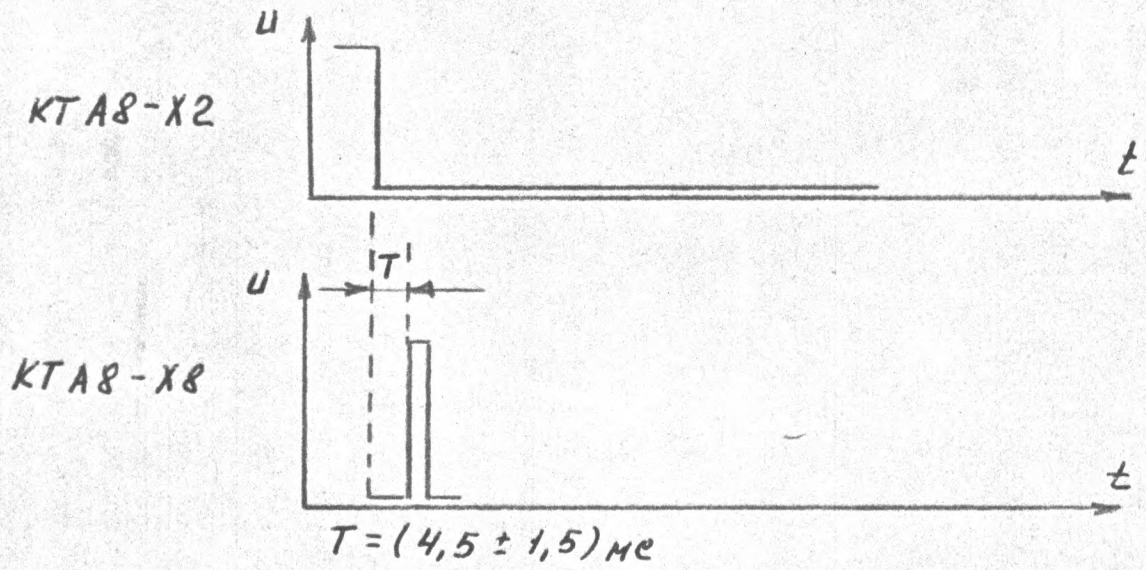

РИС.7.2.
7.5.1.3. ВРАЩЕНИЕМ РЕЗИСТОРА А8-R23 ОТРЕГУЛИРУЙТЕ ФАЗУ ИМПУЛЬСА < ТРЕКИНГ > В К.Т.А8-Х8 ОТНОСИТЕЛЬНО ОТРИЦАТЕЛЬНОГО ИМПУЛЬСА В К.Т.А8-Х2 ТАК, ЧТОБЫ ВРЕМЕННОЙ ИНТЕРВАЛ "Т" БЫЛ КАК УКАЗАНО НА РИС.7.2.